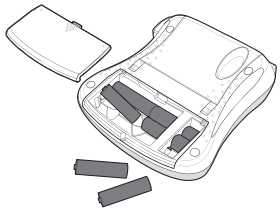

Figura 2
1. Retire a tampa do compartimento das pilhas da máquina de etiquetar. Ver Figura 2.